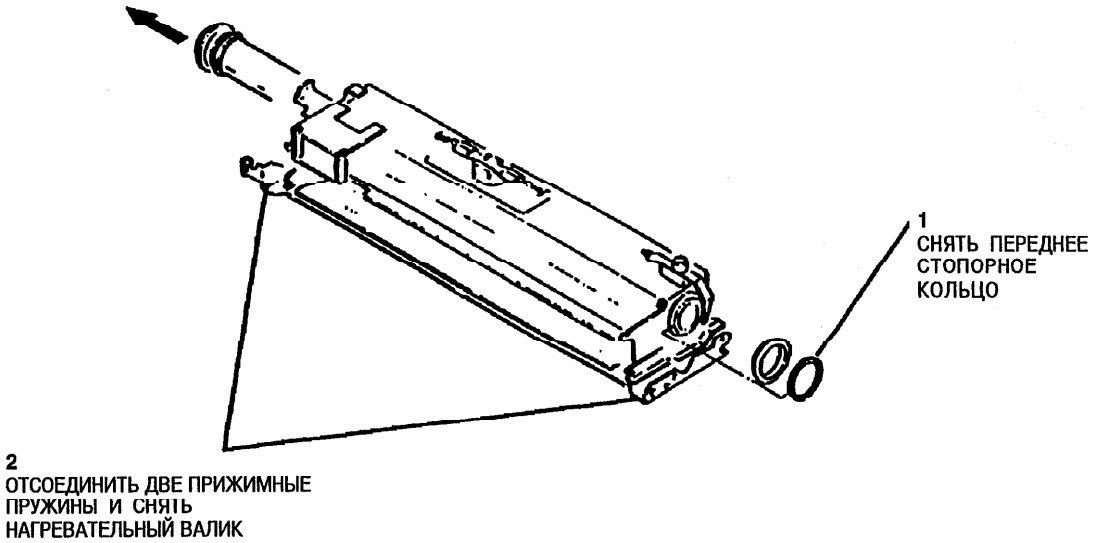

Рис. 1. Снятие нагревательного валика и прижимного валика
7. (Рис. 1): Снять нагревательный стержень.